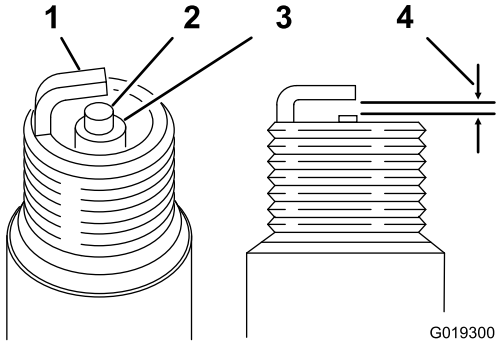

Rysunek 27
4. Sprawdź świecę pod kątem zużycia i uszkodzeń (Rysunek 27).
5. Sprawdź szczelinę świecy za pomocą szczelinomierza (Rysunek 27).